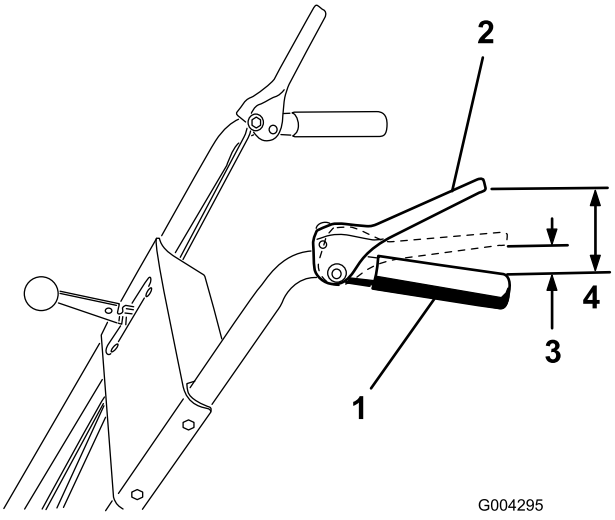

Bild 7
2. Stellen Sie die zwei Bundmuttern durch Drehen der Fahrantriebsstange nach oben oder unten so ein, dass der Abstand zwischen der Oberkante des Handgriffs und der Unterkante des Fahrantriebshebels ca. 11,4 cm beträgt (Bild 7).
4. Schieben Sie den Schalthebel (Bild 7) in den dritten Gang.
Hinweis: Die Einstellung ist korrekt, wenn sich die Räder nicht mehr rückwärts drehen, und der Abstand zwischen der Oberkante des Handgriffs und der Unterkante des Gasbedienungshebels 2,5 bis 5 cm beträgt, siehe Bild 7.